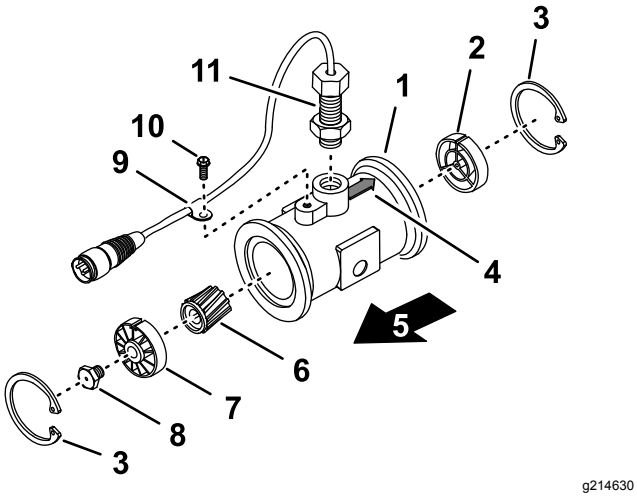

Figur 106
3. Ta bort fästringen på uppströmssidan (Figur 106).